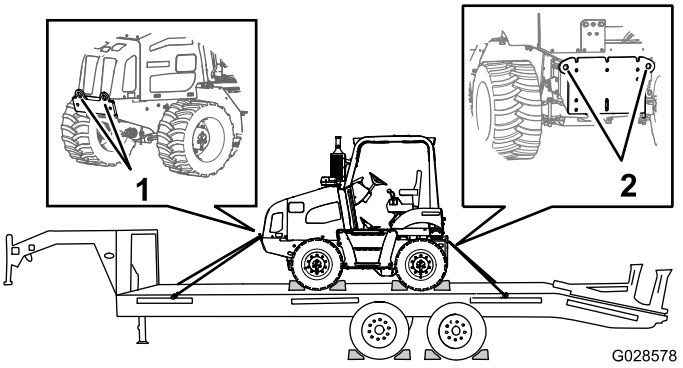

Figura 53
9. Amarre a parte dianteira e traseira da máquina ao reboque com correntes e esticador (Figura 53).